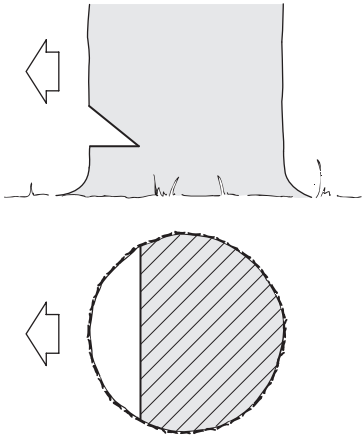

Рис. 21. Запил
5. Начните пилить с той стороны дерева, куда оно должно упасть (Рис. 21). Сделайте запил с той стороны, куда должно упасть дерево, глубиной примерно 1/3 диаметра ствола и под углом от 30 до 45 градусов (Рис. 21).
Запил (Рис. 21) определяет направление валки дерева.